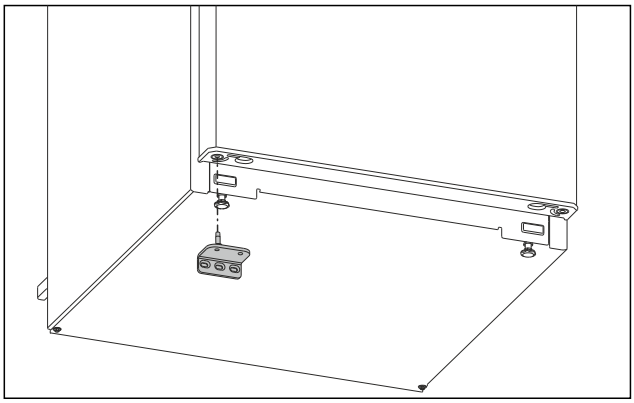

Fig. 16
- ▶ Установите нижний опорный кронштейн на противоположной стороне. (см. Fig. 16)